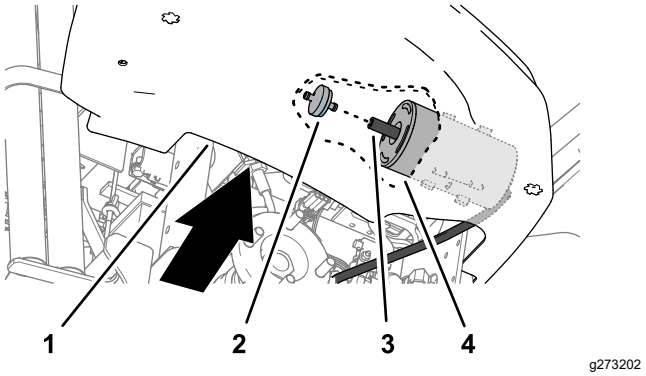

Figuur 32
4. Reik rond de onderste rand aan de binnenboordzijde van het bedieningspaneel. Trek het koolstofhouderfilter naar achteren en uit de slang aan het uiteinde van de koolstofhouder (Figuur 32).
5. Breng een nieuw koolstofhouderfilter aan in de slang aan het uiteinde van de koolstofhouder (Figuur 32).